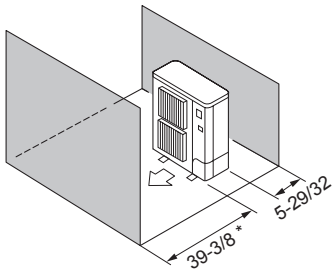

Fig. 3-9
⑤ Obstáculos sólo en la parte delantera y trasera (Fig. 3-9)